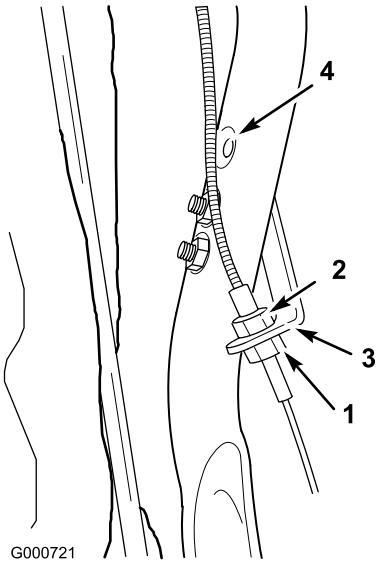

Figuur 31
2. Draai de onderste moer op de onderkant van de beugel los (Figuur 31).
3. Draai de bovenste moer aan om het kabelhuisje naar boven te bewegen (Figuur 31), waardoor het frictiewiel dichter tegen de band aan komt. (Hierdoor wordt de kabel ingekort ter compensatie van de slijtage.)
Opmerking: Als u de kabel niet verder kunt verstellen, beweegt u de beugel naar het bovenste gat in de handgreep en begint u opnieuw met afstellen (Figuur 31).
4. Als de tractie-aandrijving correct is afgesteld, draait u de onderste moer vast tegen de beugel om de afstelling te borgen (Figuur 31).